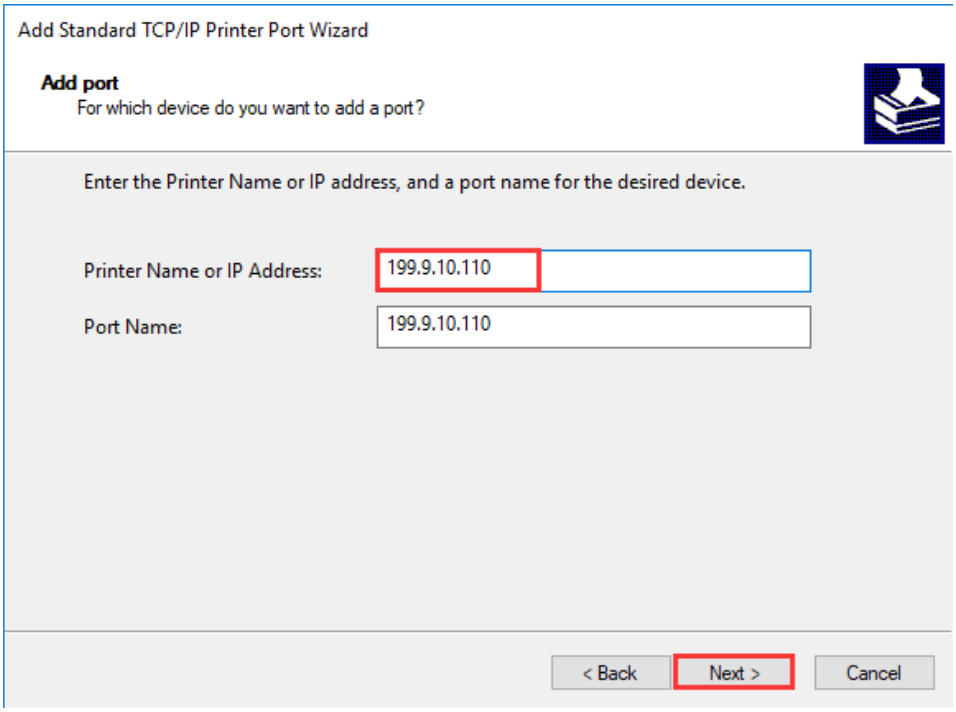

Figure 2-32 Add Port Screen
7. On the "Add Port" screen, enter the IP Address of the printer (Note: the IP address here must be consistent with the IP address of the printer that has been set, and the port name will be generated automatically), and then click "Next", as shown in Figure 2-32.